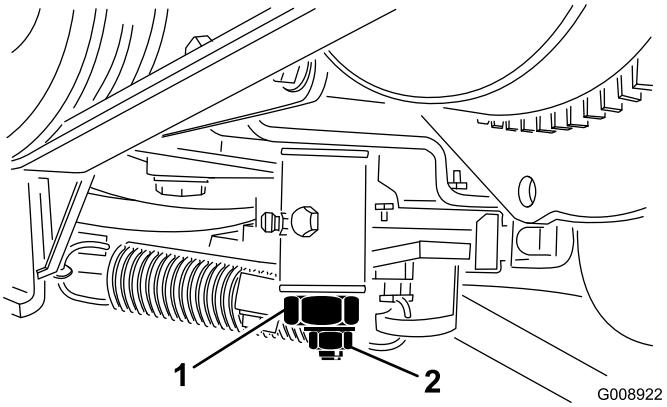

**Figur 68**
3. Løsn låsemøtrikken på traktionsjusteringsknasten (Figur 68).